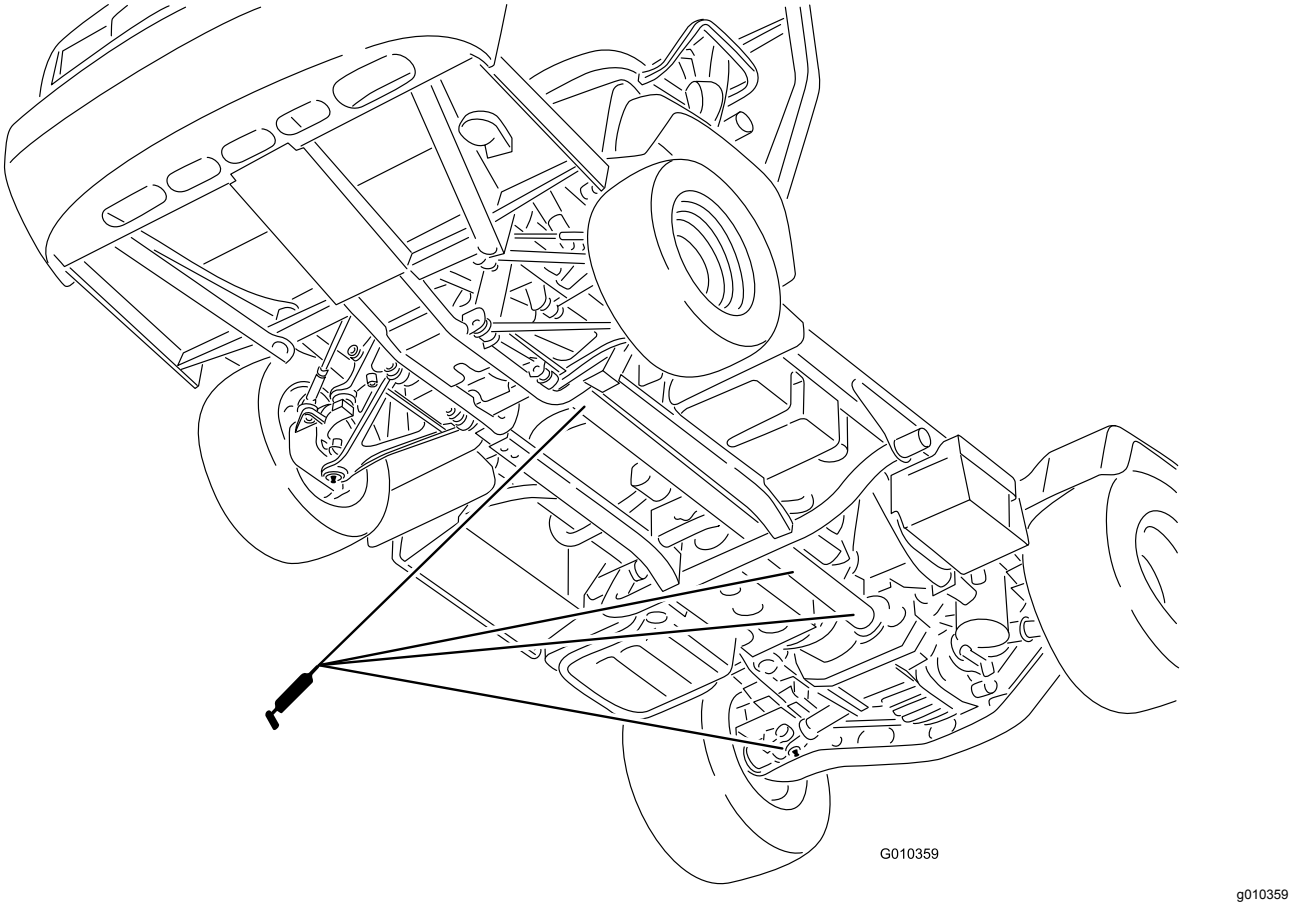

Bild 32
- **U-Gelenk (18)**, siehe Bild 32
- **Vierradantriebswelle (3)**, siehe Bild 32